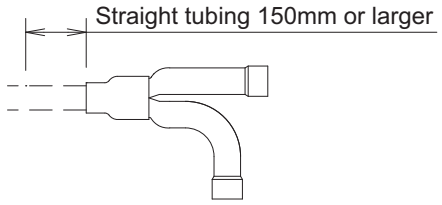

Fig. 2-334
- For branching tubes, install 150mm or larger (including reducer) straight tubing up to the point where the tube branches (or after the point where the tubes join together). (Fig. 2-334)